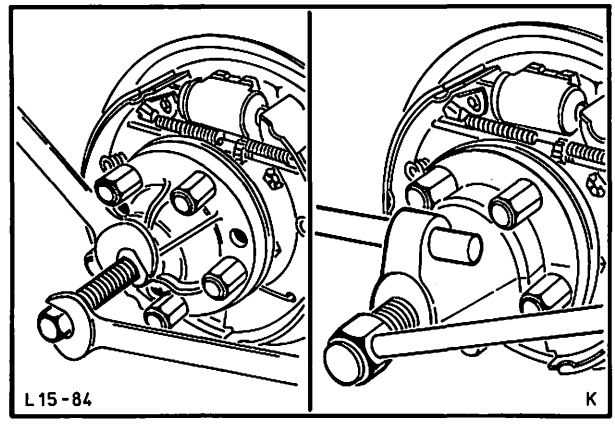

Abb. 136 Flansch – Antriebswellenstumpf mit Spezialwerkzeug 15-038 abziehen
3. Achsmutter abschrauben und Flansch – Antriebswellenstumpf mit Spezialwerkzeug 15-038 abziehen, Abb. 136.